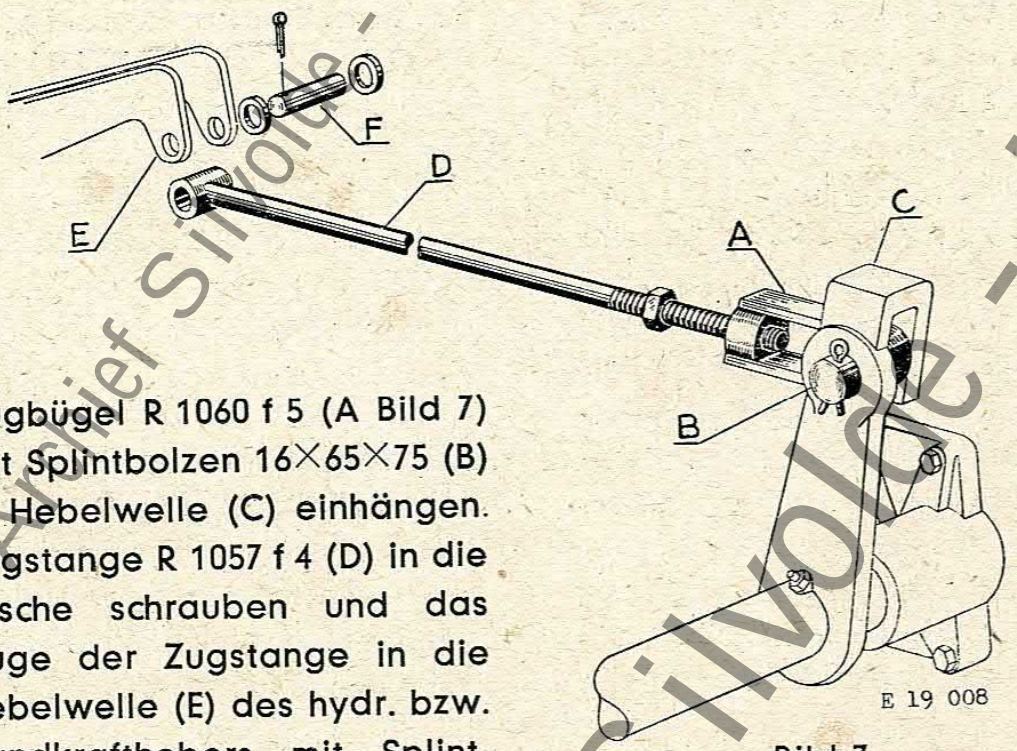

Bild 7.
10. Zugbügel R 1060 f 5 (A Bild 7) mit Splintbolzen 16×65×75 (B) in Hebelwelle (C) einhängen. Zugstange R 1057 f 4 (D) in die Lasche schrauben und das Auge der Zugstange in die Hebelwelle (E) des hydr. bzw. Handkrafthebers mit Splintbolzen 16 × 60 × 70 (F) einhängen. Da die Länge der Zugstange noch nicht feststeht, ist diese Montage erst im Laufe der Einstellung auszuführen. (Siehe Einstellung der Aushebung.)
Die Hebevorrichtung in obere Endstellung bringen. Zugstange (D Bild 7) so einstellen, daß ihre Länge der Entfernung zwischen dem kurzen Hebel (C) an der Hebelwelle und dem Befestigungsloch (E) an der Hebevorrichtung knapp entspricht, d. h., sie soll ca. 1 mm kürzer eingestellt werden, damit die Hebelwelle mit vollem Druck am Sicherungsbolzen anliegt und zur Entspannung derselben 1 mm Weg notwendig ist. Zugstange einhängen. Hierzu Hebevorrichtung etwas vorstellen und nach dem Einhängen wieder in obere Endstellung bringen. Der Sicherungsbolzen muß sich jetzt schwenken lassen. Klemmt er noch, so muß die Zugstange mehr verkürzt werden. Hat er Spiel, so muß sie etwas verlängert werden. Sie ist richtig eingestellt, wenn sich der Sicherungsbolzen drehen läßt, aber kein Spiel aufweist.